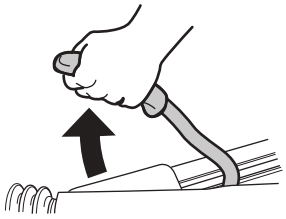

Afb. 9
► Trek de parkeerrem aan (Afb. 9) en / of zet de banden vast met wielkeggen.